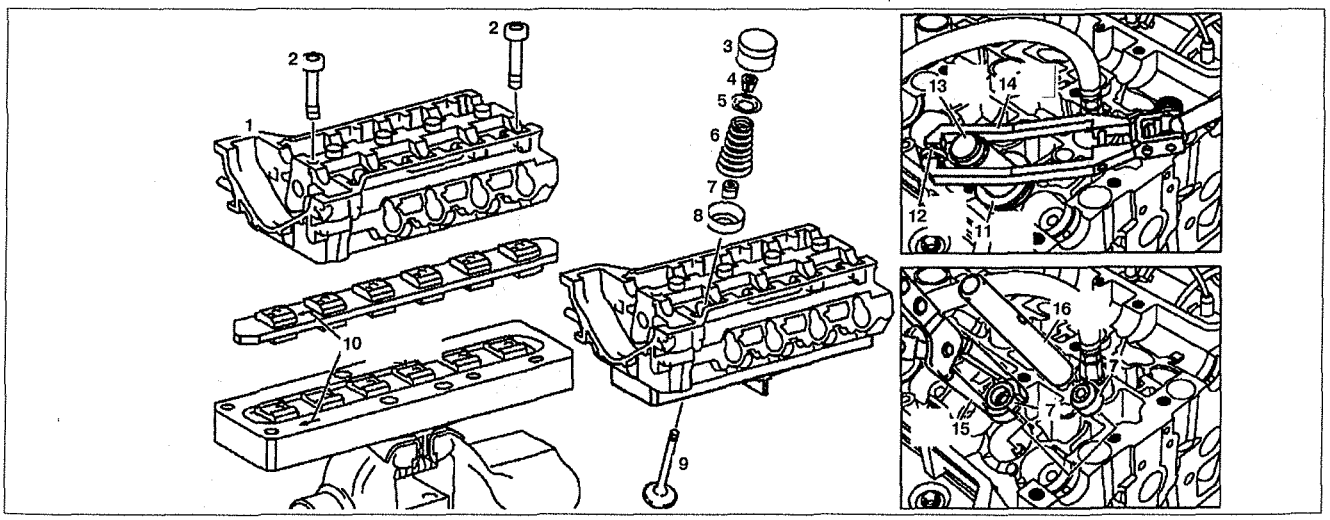

Рис. 2.47. Снятие и установка клапанов:
3. Снимите головку блока цилиндров (открутив болты крепления) и установите ее на опорную поверхность (см.рис.2.47). Установите головку блока цилиндров стрелкой вперед и внутренней стороной на опорную поверхность. Зафиксируйте головку блока цилиндров от перемещений болтами (спереди и сзади) на опорной поверхности. Головка блока цилиндров должна быть установлена с прикрепленными деталями (напри-